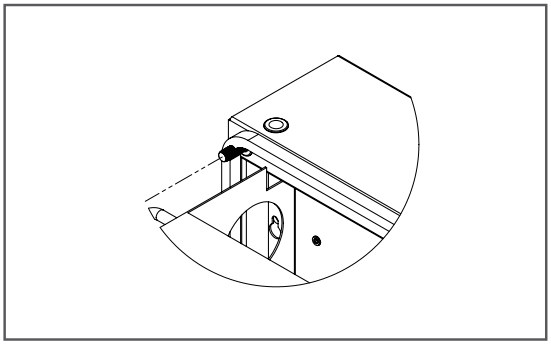

Figure 5
8. Placez le joint de fixation (inclus dans le kit fourni avec l'unité) sur la partie arrière de l'armoire (voir la Figure 5, à la page 9).